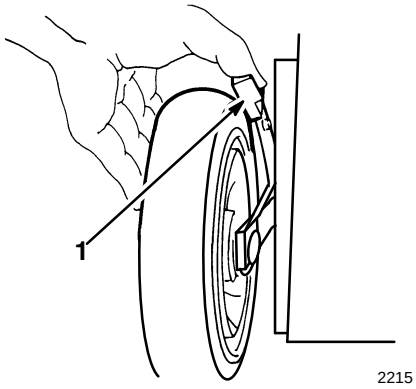

Figure 21
2. For easier adjustment, lift housing up so wheels are off ground. **Do not place hands under deck to lift housing.** Squeeze adjustment lever toward wheel and move lever to desired setting (Fig. 21). Ensure pin on adjustment lever engages notch in mower housing. Adjust all wheels to the same setting.